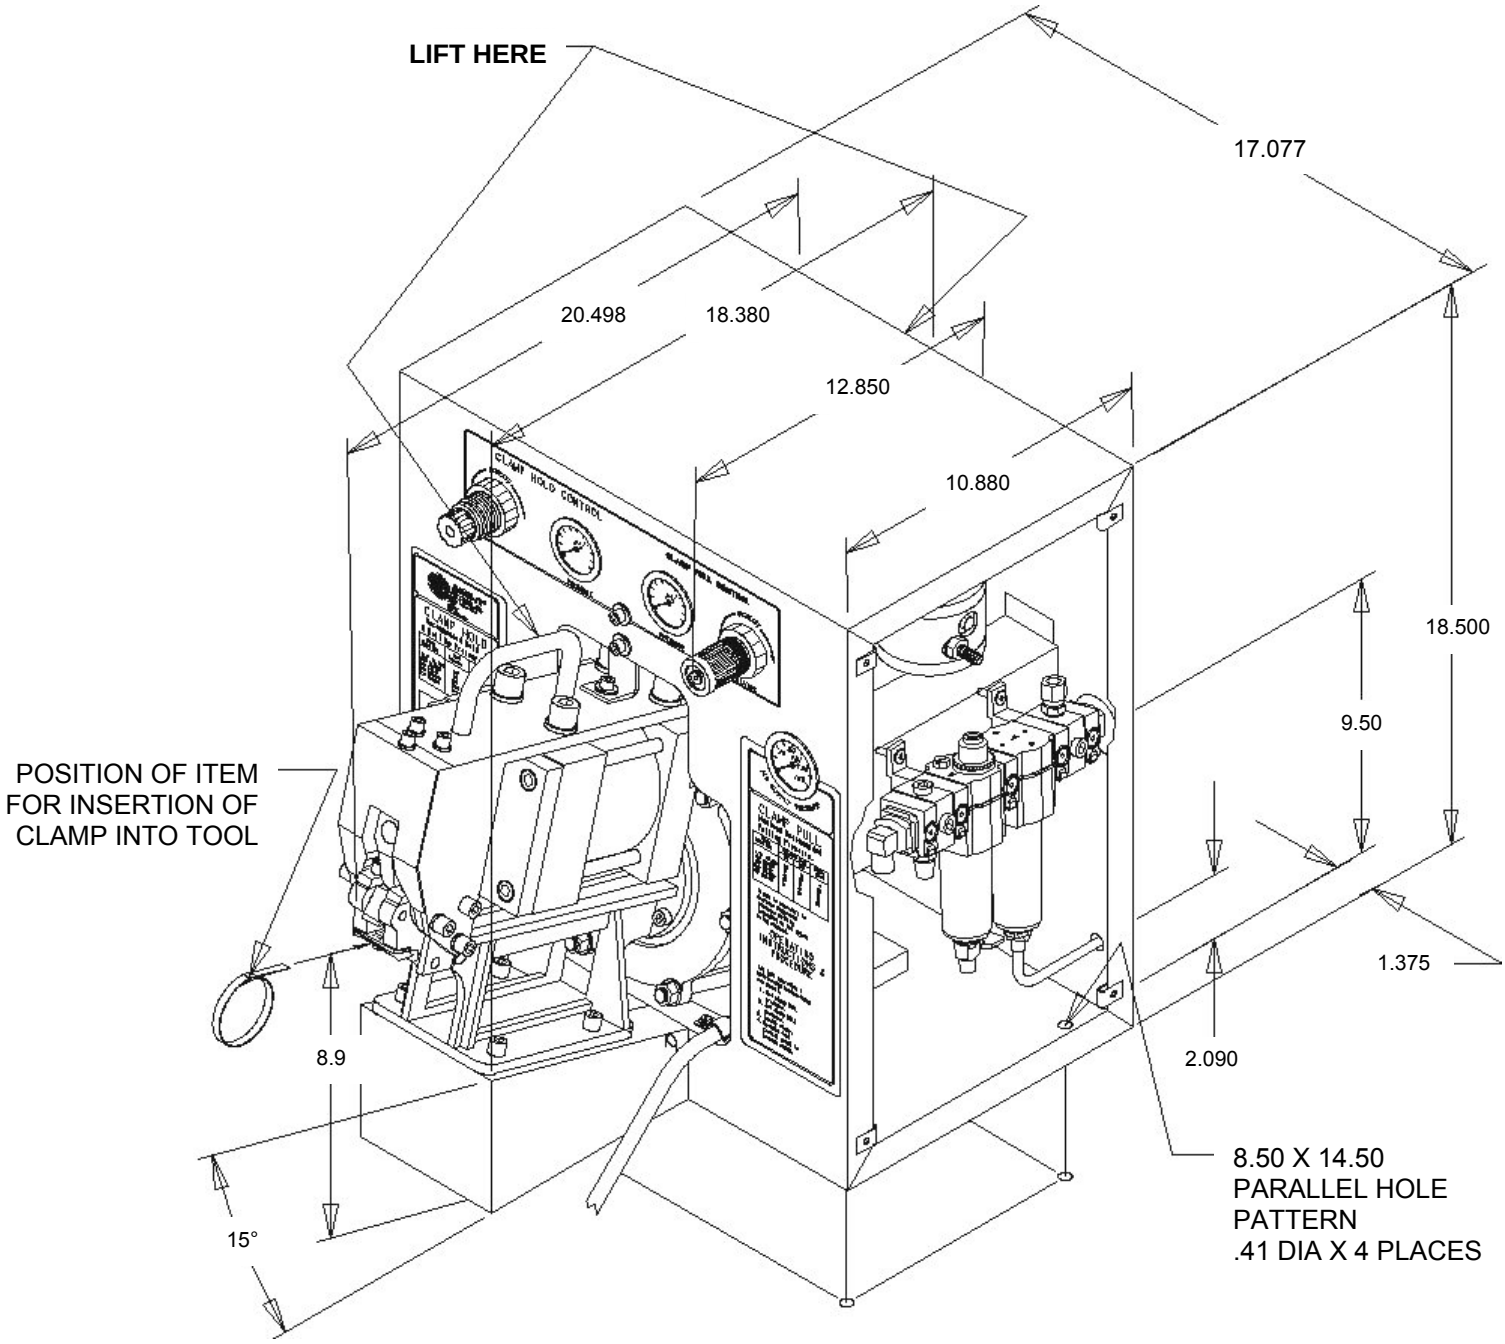

Figure 2 – Tool Overall Size
3. Remove the side panels (2) of the tool chassis. Keep the screws for reassembly. The tool is bolted to the bottom base of the shipping carton. Remove these screws.
6. **CAUTION**: The tool weighs approximately 117 pounds. The aid of a suitable lifting device is recommended for handling the tool. Use the lift points provided. See figure 2.
1. Locate the tool in its desired location, and secure the tool to the mounting surface with 5/16" diameter bolts (4). Place the foot control valve on the floor. See figure 2 for location of the bolts.
3. Prepare the incoming air line, the supply air should be clean (filtered) and free of moisture. Recommended air source hook up should be done with a quick-disconnect coupling such as a Hansen 3000 series 1/4 npt socket and plug, or equivalent. For permanent hook up, use of a shut-off valve in the air line is recommended to enable shut-off of the incoming air when servicing the tool. Route the air line through the access hole in the rear of the chassis. Alternate routing of the supply air can be done through the bottom of the chassis. Connect the air line to the tee fitting in the inlet port of the filter. See figure 2.